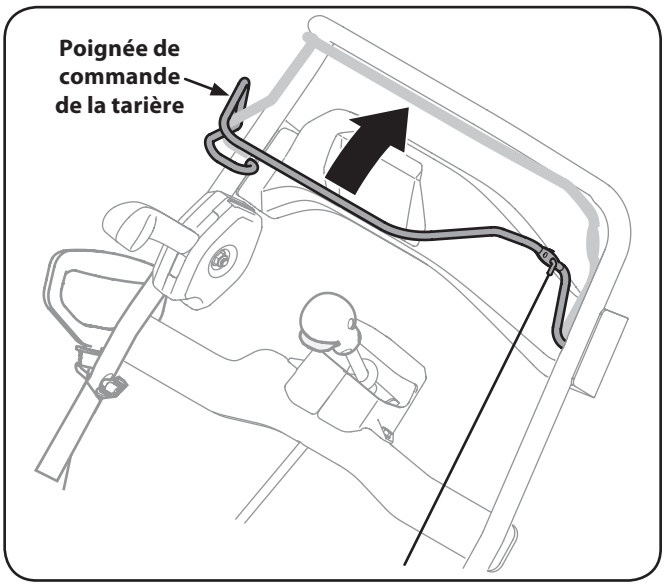

Figure 5-1
1. Pour engager les tarières et commencer à projeter la neige, serrez la commande de la tarière contre le guidon. Làchez-le pour arrêter les tarières. Voir la Figure 5-1.